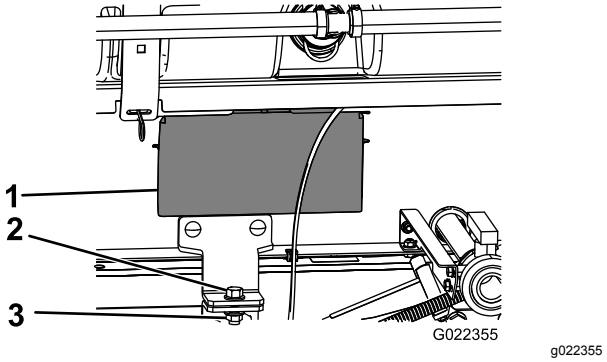

**Figur 36**
5. Fjern tilgangspanelene på begge sider av gliderammen (Figur 36).
8. Fest holdebrakettene for tankens gliderramme til planbraketten på hver side av rammen med en bolt (½ x 1½ tommer) og en låsemutter (½ tomme), som vist i Figur 36.